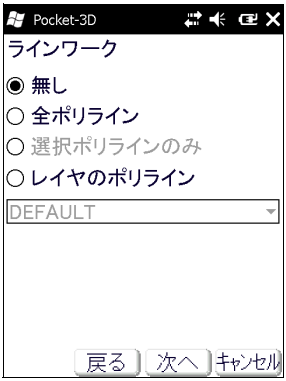

図 3-10. ラインワーク画面
3. ラインワーク画面では、次の項目から 1 つ選択し、**【次へ】**をタップします（図 3-10）。